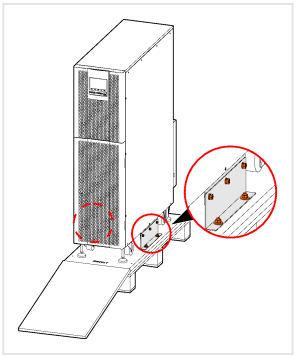

FIGURE 3-1 Pallet ramp and fixing bolts (circled)
1. Lower the front panel of the pallet to form a ramp (Figure 3-1).